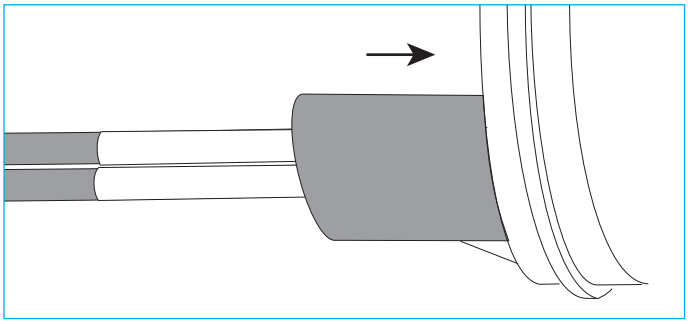

Figure 31.
9.4.6 Slide the tube back onto the port, being sure that the edge of the tube butts against the closure base. (Figure 31)